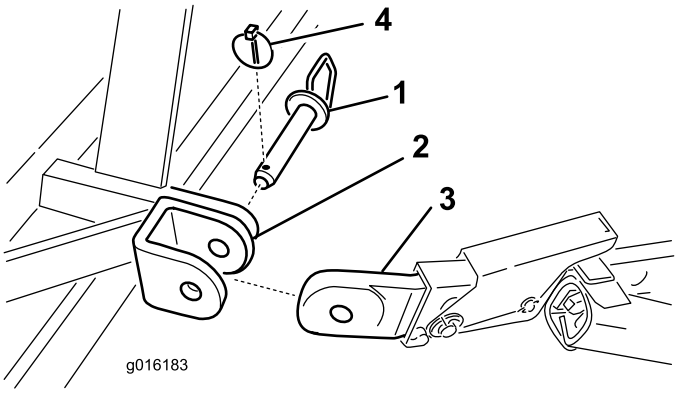

**Rysunek 4**
5. Zamocuj dolne ramiona łączące do wsporników aeratora za pomocą sworzni zaczepowych i zawleczek (Rysunek 4).